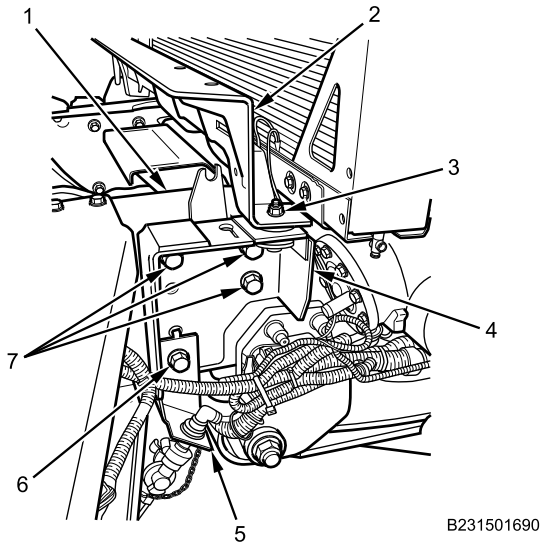

Figure 2. Left Side Armor Grille Support and Bracket; Right Side Similar.
1. Install armor grille support brackets (Figure 2, Item 4) on frame rails (Figure 2, Item 1) with six bolts (Figure 2, Item 7) and nuts. Do not tighten.
2. Install gladhand assemblies (Figure 2, Item 5) on armor grille support brackets (Figure 2, Item 4) with two bolts (Figure 2, Item 6) and nuts and tighten securely.
3. Tighten six bolts (Figure 2, Item 7) securely.
4. Install armor grille support (Figure 2, Item 2) on armor grille support brackets (Figure 2, Item 4) with two bolts, four washers, four insulators, and two nuts (Figure 2, Item 3) and tighten securely.